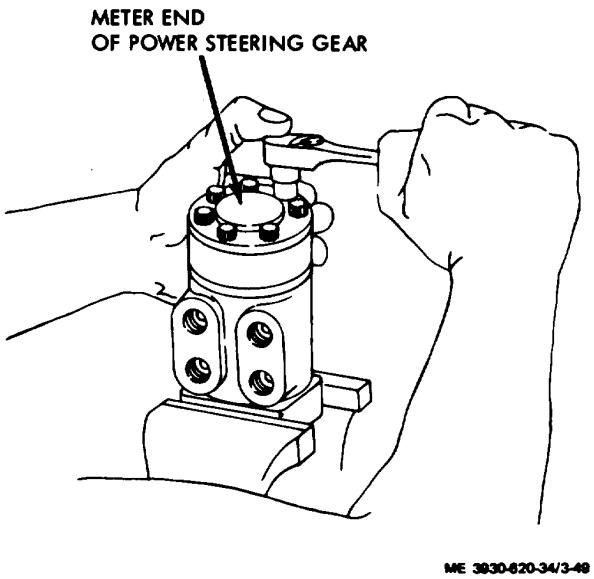
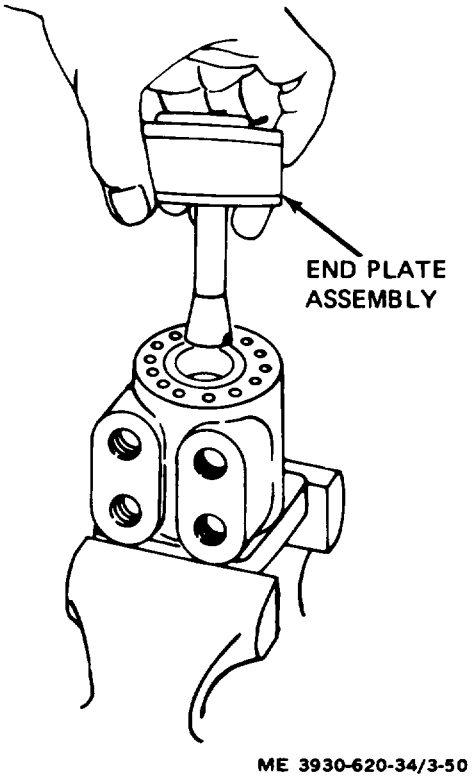
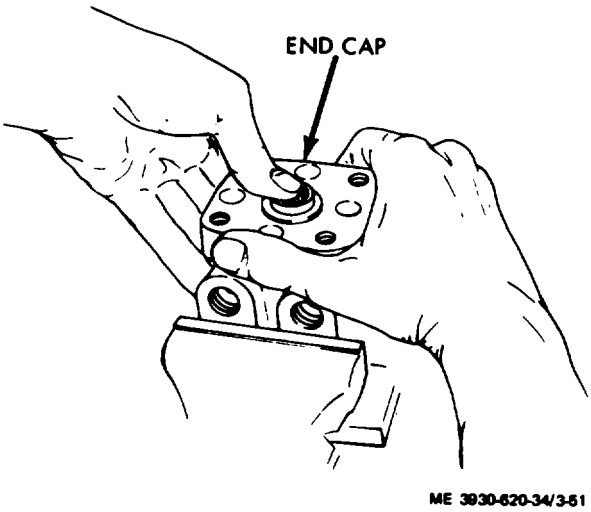

Figure 3-49. End plate capscrew removal.
Figure 3-50. End plate assembly removal.
Figure 3-51. End cap removal.
(14) Secure unit in rise with meter end facing upward. (fig. 3-49.)
(15) Remove the seven screws.
(16) Remove the three-section cap, gear, and plate (end plate assembly) as a unit and store in immediate working area. (fig. 3-50.)
(17) Remove control assembly from vise.
(18) Check control spool and sleeve parts for freedom of rotation with column shaft.
(19) Place a clean wooden block across the vise throat to support spool parts.
(20) Clamp unit across port face with control end facing upward.
(21) Remove the four screws.
(22) While holding spool assembly against the wooden block, remove the end cap by lifting up. (fig. 3-51.)
(23) Inspect mating surfaces for leakage, path wear, and seal condition.